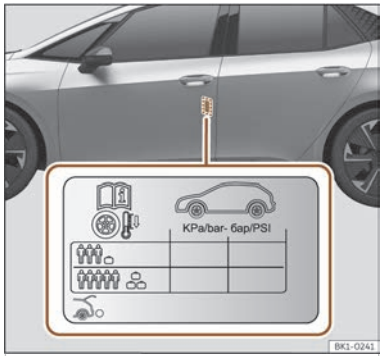

Fig. 189 Location of the tyre pressure sticker.
- Adjust tyre pressure to the load being carried by the vehicle ››› **Fig. 189**.
The tyre pressure values are shown on the sticker located on the rear frame of the front left door ››› Fig. 189.
The tyre pressure must be adjusted according to the load the vehicle is carrying. If the vehicle is going to be fully loaded, increase the tyre pressure to the maximum load value shown on the sticker ››› Fig. 189.
In the case of a minimised temporary spare wheel (125/70 R16 or 125/70 R18) inflate to a pressure of 4.2 bar as indicated on the tyre pressure label ››› Fig. 189.
- **The driver is responsible for ensuring that all of the vehicle tyres are correctly inflated to the right pressure. The recommended tyre pressure is indicated on the label ››› Fig. 189.**
- **Tyre pressure should be as indicated on the label when the tyres are cold at all times ››› Fig. 189.**